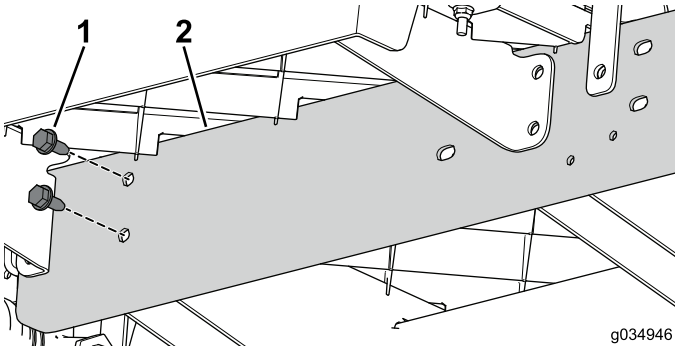

Figure 26
6. Use the 2 bolts (5/16 x 3/4 inch) to loosely install the extension rail to the center channel to the front section of the machine (Figure 26).